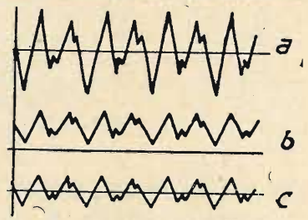

Fig. 61
contatto tra una membrana di carbone e polvere di carbone — il quale varia la propria resistenza elettrica quando sia percosso da onde sonore. Nel circuito è intercalata una pila, in modo che il suono produce una variazione dell'intensità della corrente nel circuito telefonico. A distanza, nello stesso circuito, è inserito il ricevitore (T) costituito da una piccola elettrocalamita, vicino ai cui poli è tenuta una membrana di ferro. Variando l'intensità della corrente che percorre le spire dell'elettrocalamita, varia la forza con cui l'elettrocalamita stessa attira la membrana di ferro; nella membrana si destano, perciò, delle vibrazioni corrispondenti alle variazioni di intensità della corrente telefonica. Ma siccome le variazioni dell'intensità di questa corrente sono dovute alle vibrazioni sonore, così le vibrazioni della membrana del ricevitore riprodurranno fedelmente le vibrazioni sonore che hanno colpito la membrana del microfono. Parlando, quindi, davanti alla membrana del microfono, la membrana del ricevitore vibra nello stesso modo, e riproduce quindi le medesime onde sonore. La fig. 61 indica chiaramente come avviene il fenomeno tele-fonico; la linea *b* le variazioni dell'intensità della corrente, e *a* indica le vibrazioni della membrana del microfono, la linea *c* le vibrazioni della membrana del ricevitore.